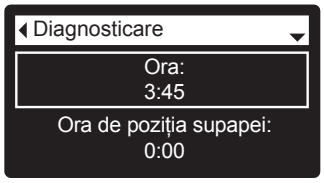

FIG. 92
8. SELECT (⬭), pentru a afișa ecranul timpului de regenerare (fig. 92).